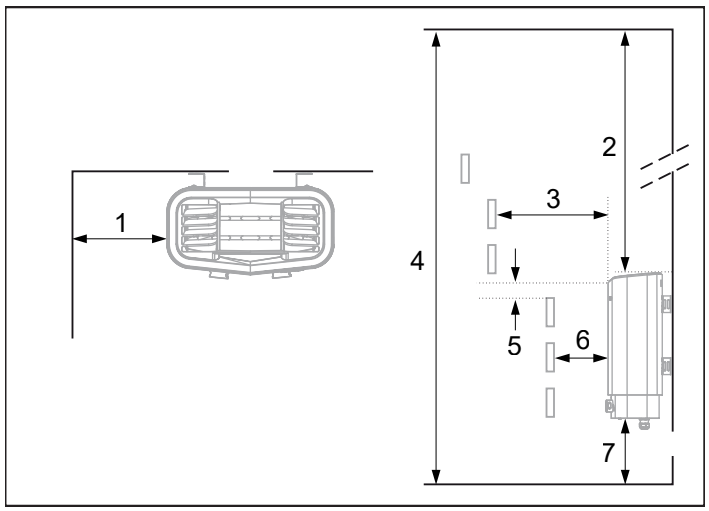

Abbildung 2: Positionierung der Heizung - normale Installation
- in sicherem Abstand zum Boden, zu den Seitenwänden und zu Innenrauminstallationen (siehe Abbildung 2).